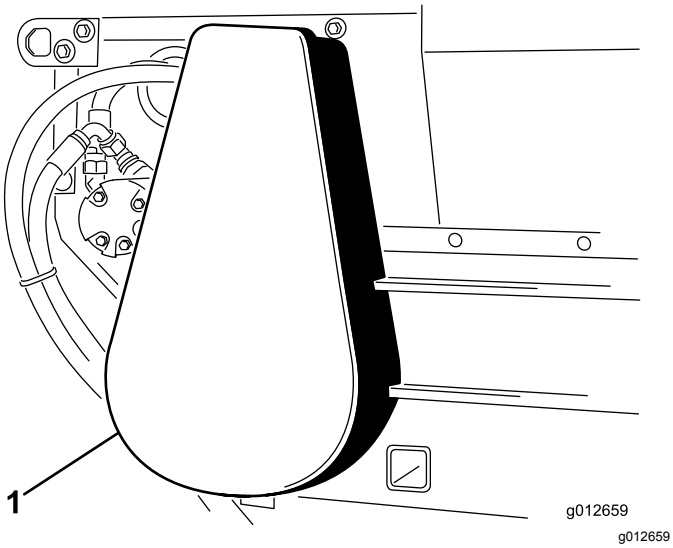

Rysunek 34
3. Załóż pokrywę łańcucha (Rysunek 34).